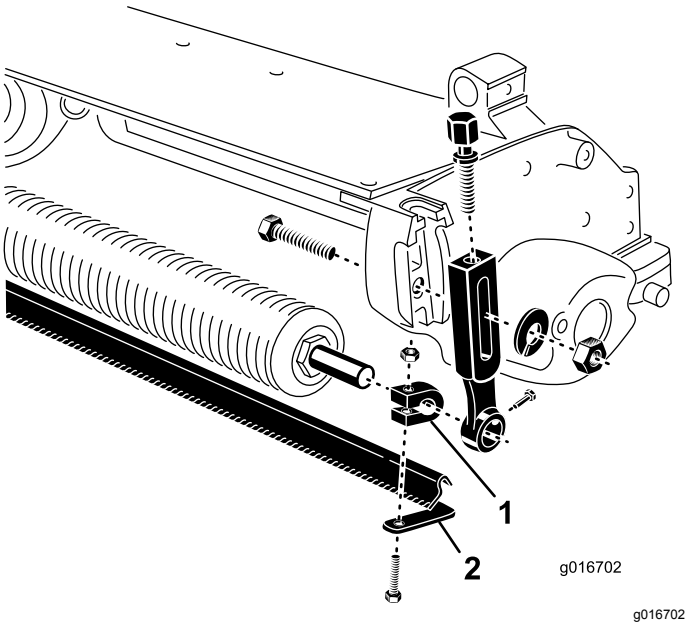

Figur 2
5. Monter løst en hodeskrue og mutter på hver klemme (Figur 2). Stram ikke til.
6. Sett en akselklemme på hver ende av valseakselen (Figur 2).
9. Plasser børsten mellom fremre valse og klippeenheten, som vist i Figur 2.